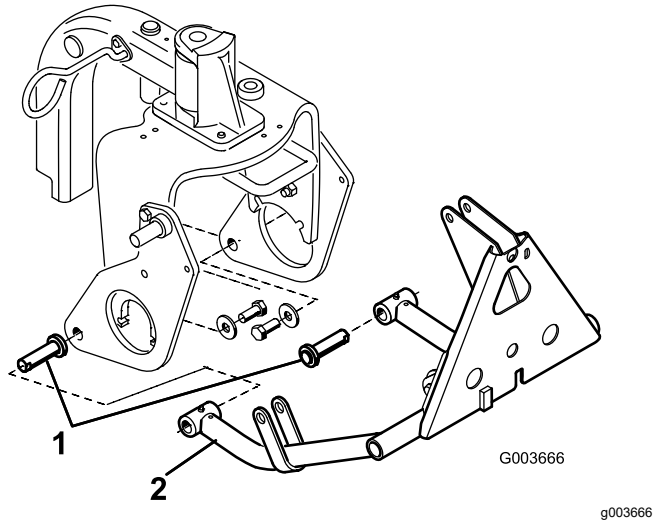

Figura 14
3. Introduceți un știft de cilindru în fiecare braț de fixare așa cum este indicat în Figura 14.
4. Introduceți tuburile brațului de fixare în plăcile de plug dreapta și stânga, aliniind ghidajele știftului de cilindru cu orificiile din plăcile de plug (Figura 14).
5. Montați fiecare știft de cilindru la fiecare placă de plug cu un șurub (⅝ × 1-½") și o șaibă (1,68" diametru exterior × 0,65" diametru interior) în modul indicat în Figura 14.